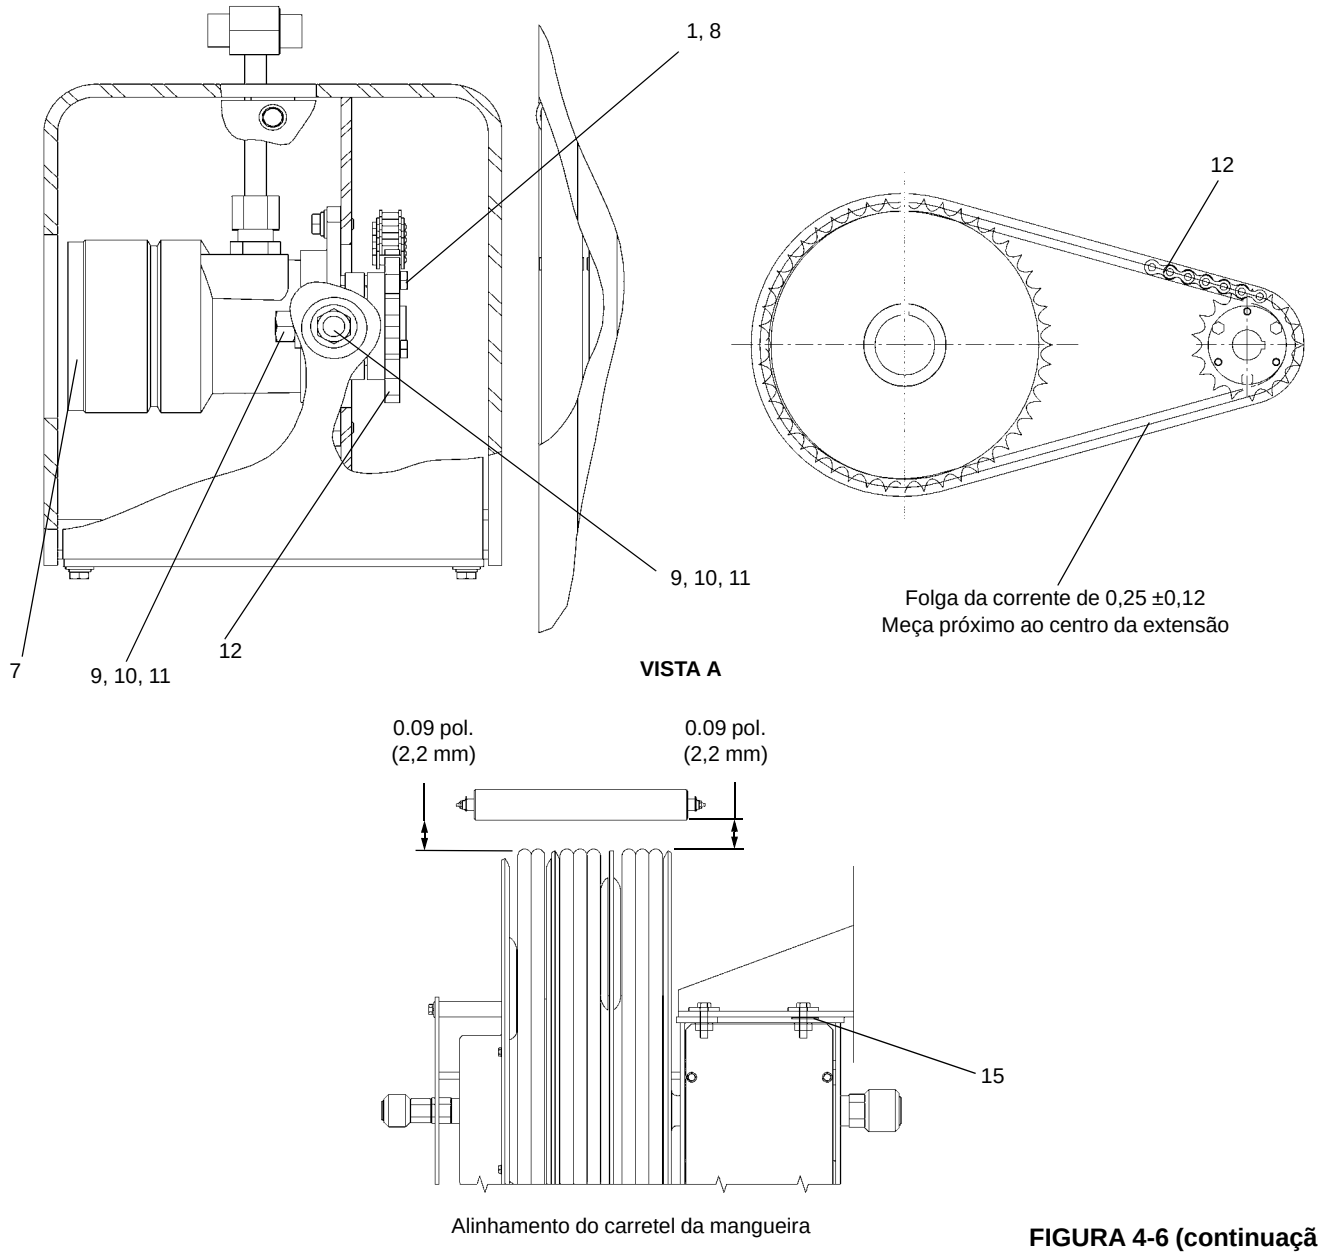

FIGURA 4-6 (continuação)
Após a instalação do carretel da mangueira e do aperto adequado dos parafusos de fixação, verifique o alinhamento do carretel da mangueira em relação ao rolete-guia da mangueira (Figura 4-6).
1. Verifique as medidas entre os flanges das mangueiras do carretel da mangueira e seu rolete-guia (Figura 4-6).